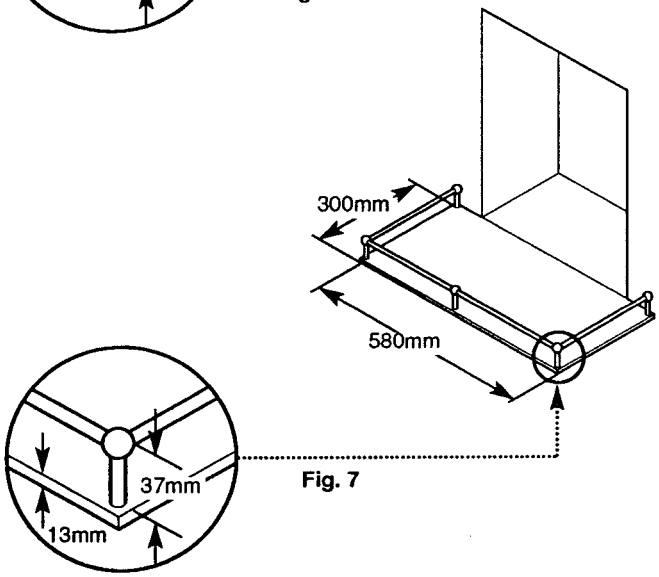

Fig. 7
3. Alternatively, a fender rail or upstanding edge of 50mm (2in) height can be fitted to the periphery of the 13mm (½ in) non-combustible hearth (Fig. 7).